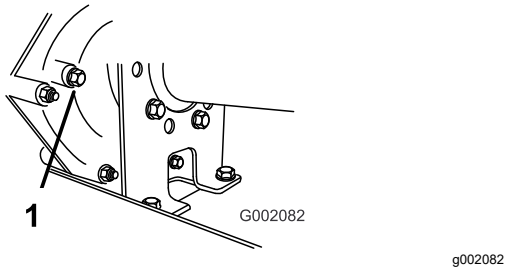

Figur 49
2. Ta bort skruven från nivåindikeringshålet (Figur 49).